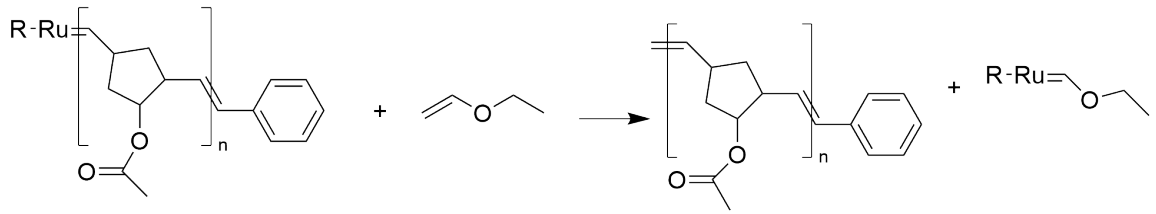

Abb. 8: Die Reaktionsgleichung des Katalysators mit Ethylvinylether.
- Durch die Reaktion von Ethylvinylether mit dem Grubbs-Katalysator bildet sich ein Fischer-Carben, welches eine geringe Reaktivität aufweist. Durch die Zugabe von 1-Penten würde sich ein Schrock-Carben bilden, welches auf Grund seiner hohen Reaktivität weitere Monomere initiieren würde. Die Reaktionslgeichung ist in Abbildung 8 dargestellt.